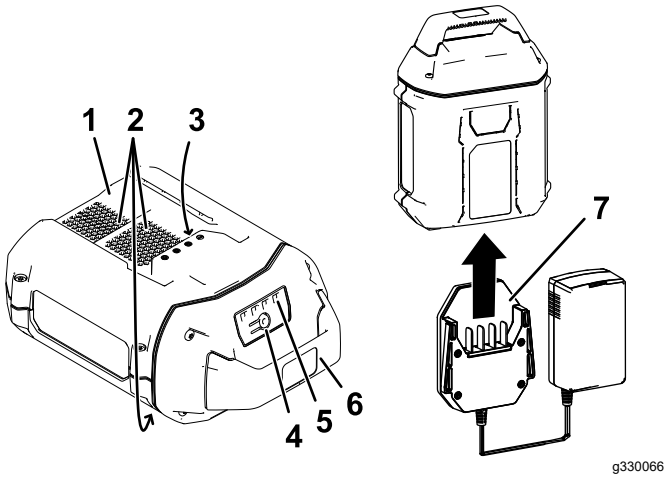

Figure 13
2. Placez le creux de la batterie (Figure 13) en face de la languette du chargeur.
3. Glissez la batterie dans le chargeur jusqu'à ce qu'elle soit complètement enclenchée (Figure 13).